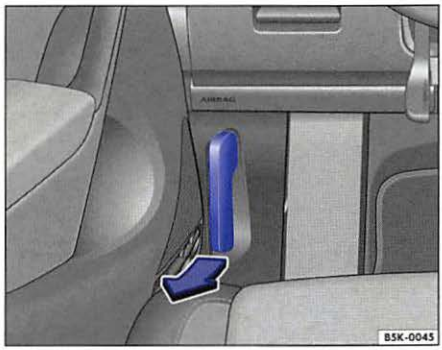

Fig. 126 In the footwell on the driver side: Inside engine hood release lever.
- Open the driver door and pull the inside hood release lever in the direction of the arrow ⇒ fig. 126. The engine hood is released from its latch by a spring ⇒⚠.